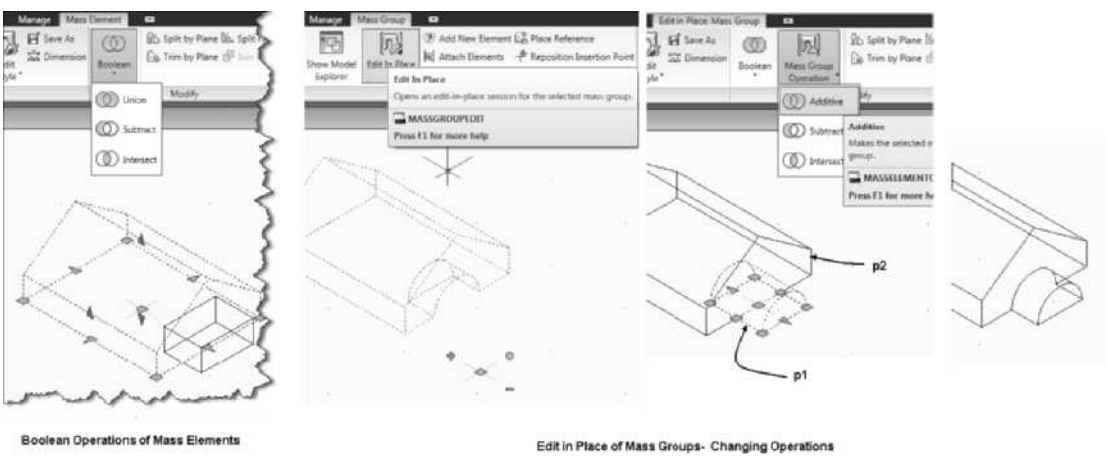

FIGURE 4.67 *Barrel Vault added to the Gable mass element*
Mass elements can be defined to add, subtract, or intersect their mass with the other elements. You can select a mass element or a mass group and perform union, subtract, or intersect Boolean operations on the mass elements. Mass elements not attached to a group are combined when you select the options of the Boolean flyout as shown in Figure 4.67.
If a mass group exists in the drawing, when new elements are added the mass group and operation can be specified in the Properties palette. After a mass element becomes a member of the group, when you select the mass element all elements of the group and the group marker are displayed. To isolate and edit a mass element that belongs to the group, select a member to display the Mass Group contextual tab and choose Edit In Place from the ribbon or choose the **Edit in Place** grip as shown in Figure 4.67. The **Edit in Place** option turns off the display of the group and allows you to select the mass elements for edit. After editing the mass elements, select **Finish** from the ribbon. When the element is isolated, the operation of a mass element within a group can be edited in the Properties palette or by selecting the Mass Group Operation from the ribbon shown at right in Figure 4.67.
3. Select the mass element at p1 as shown in Figure. 4.67. Choose Additive from the **Mass Group Operation** flyout.
Addition is similar to performing a union of the mass elements. Figure 4.67 shows two mass elements shown as **p1** and **p2** that are attached to a group using the additive operation. The Barrel Vault and the Gable are displayed at right as a group.